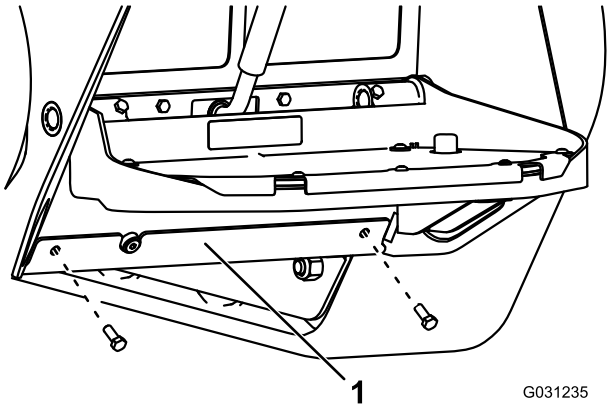

**Rysunek 64**
3. Wykręć 2 śruby mocujące osłonę dolną i zdejmij ją (Rysunek 64).
7. Zamontuj osłonę dolną (Rysunek 64).